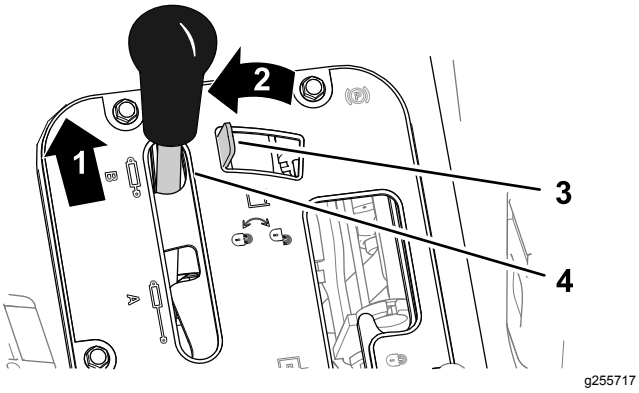
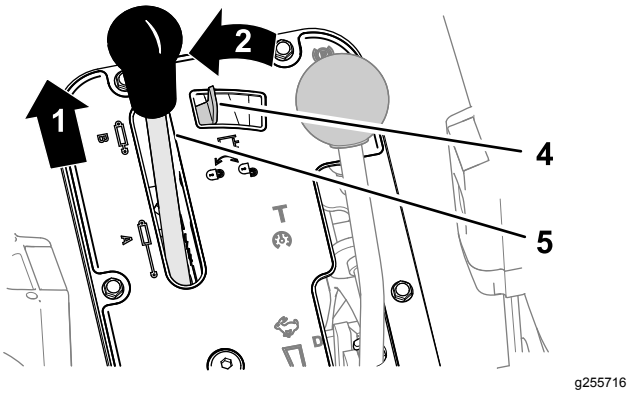

Figur 70
Figur 71
1. Skub det hydrauliske løftegreb frem (Figur 70 eller Figur 71).
2. Flyt låsen til det hydrauliske løftegreb til venstre for at aktivere låsen (Figur 70 eller Figur 71).